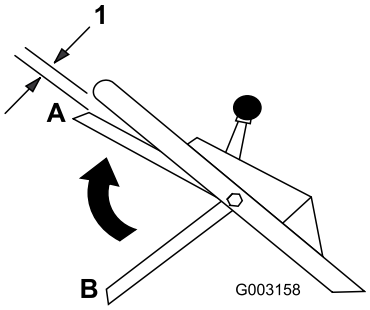

Рисунок 18
9. Поднимите штангу управления ножом вверх приблизительно на 2,5 см ниже рукоятки, см. положение A на Рисунок 18.